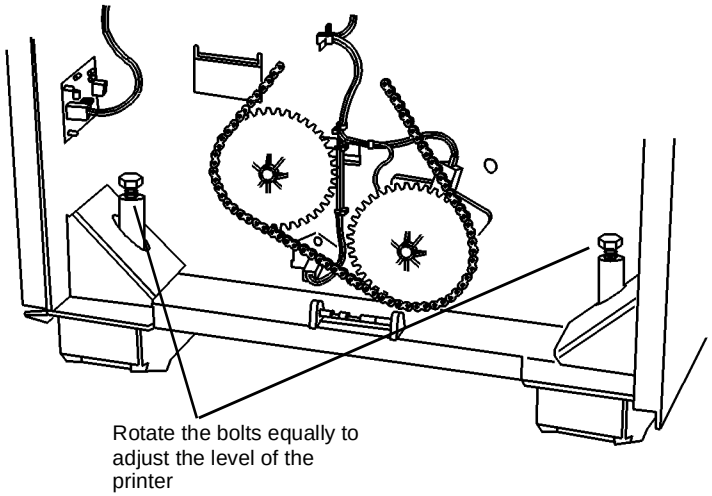

**Figure 20 Adjusting the Front-to-Rear Level of Printer**
30. Figure 20: Adjust the front-to-rear level of the Printer.